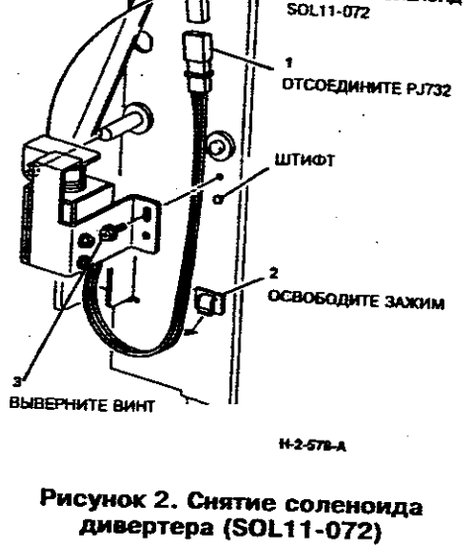

**Рисунок 2. Снятие соленоида дивертера (SOL11-072)**
3. (Рисунок 2) Снимите соленоид дивертера (SOL11-072).
2. Убедитесь, что установочный штифт попал в отверстие на монтажной скобе соленоида (см. рисунок 2).